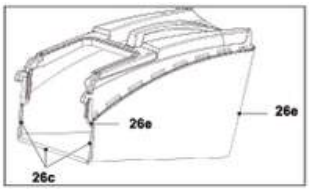

Abb. 4
1. Befestigen Sie die Gummiklips (26c) am Stab (26e), falls sie nicht vormontiert sind (Abb. 4).
2. Der Grasfangkorb (26) ist nun einsatzbereit (Abb. 4).